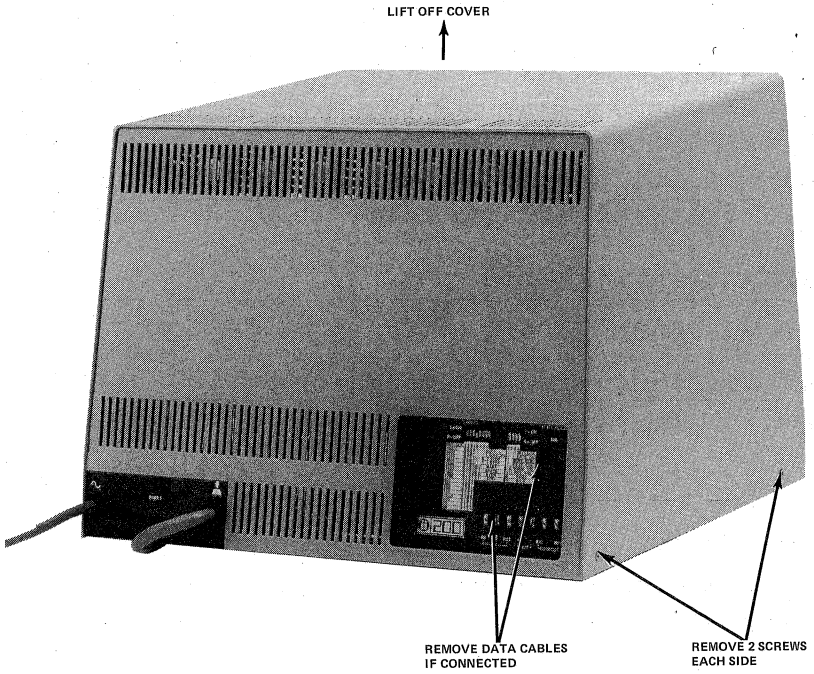

Figure 14 Cover Removal
4.1.1 Removal of Cover (Figure 14)